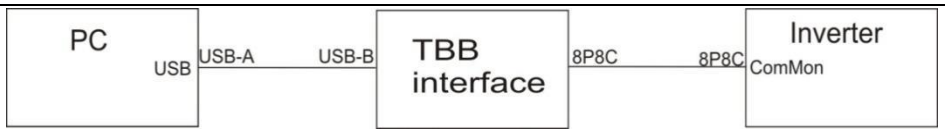

Figure 1
d) Use the TBB Interface tool to connect the ComMON port of the inverter to the USB port of the computer, as shown in Figure 1 and Table 2.